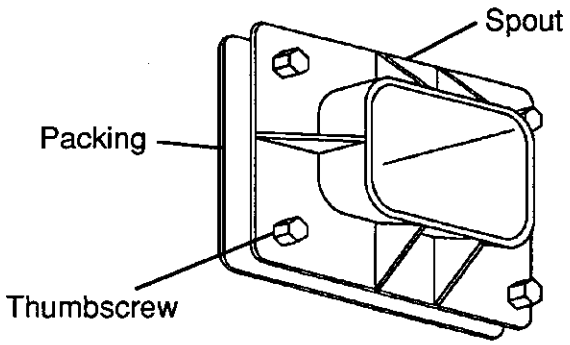

Fig. 6
5) Remove the thumbscrews, the Spout and the Packing. See Fig. 6. For DCM-700 series, remove the Ice Guide, Drain Pipe Holder and Drain Pipe in the Storage Bin as well.